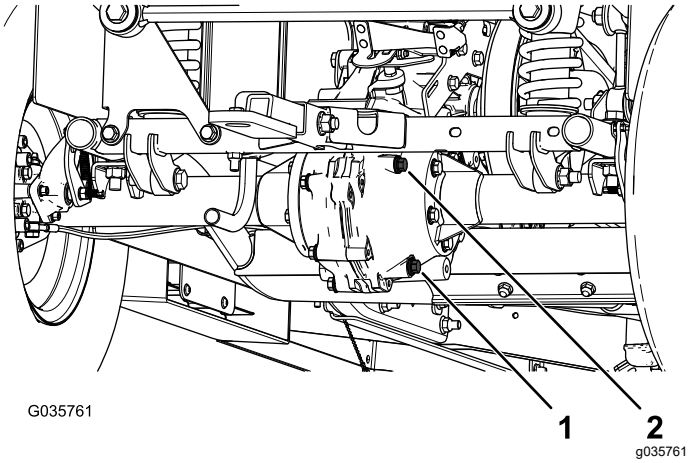

Bild 60
4. Entfernen Sie die Füllschraube am Getriebe (Bild 60).
5. Wenn der Ölstand niedrig ist, nehmen Sie die Füllschraube ab und füllen Sie die angegebene Ölsorte ein, bis das Öl aus dem Loch ausläuft (Bild 60).
1. Stellen Sie eine Auffangwanne unter die Ablassschraube (Bild 60).
2. Entfernen Sie die Füllschraube und die Dichtung (Bild 60).
3. Entfernen Sie die Ablassschraube und die Dichtung und lassen das Öl vollständig ablaufen (Bild 60).